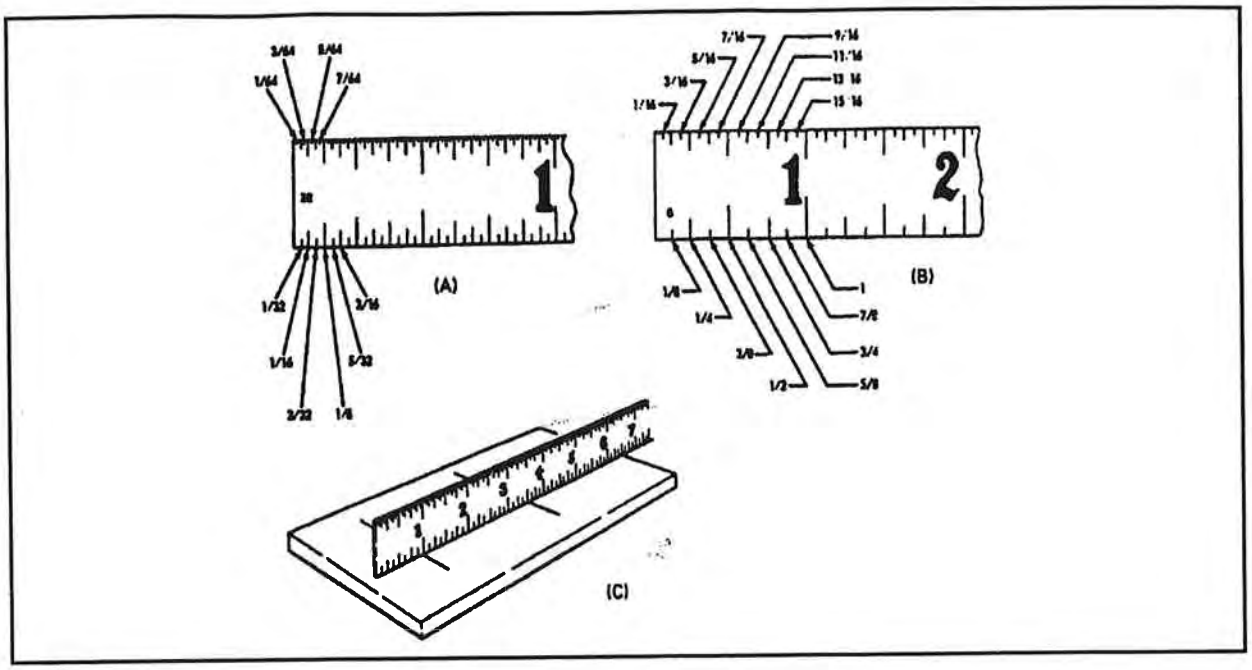

Figure 3-1. Types of rules and their use
- Divided or marked in common fractions (Figure 3-1 [A], [B]).
A rule can be used either as a measuring tool or as a straightedge. To get an accurate measurement, turn the rule on edge and sight down the graduations. Because the end of a rule may become worn or damaged, it is more accurate to measure from one of the internal graduations (Figure 3-1[C]).